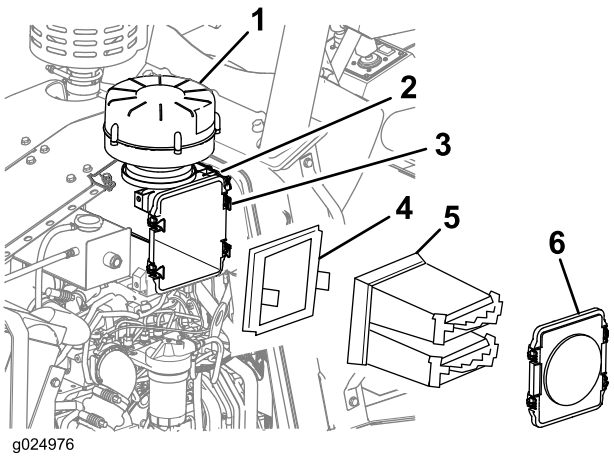

Рисунок 69
2. Отсоедините 4 защелки крышки воздухоочистителя и снимите крышку (Рисунок 69).
3. Снимите элементы грубой и тонкой очистки воздухоочистителя из корпуса воздухоочистителя (Рисунок 69).
4. Очистите внутреннюю поверхность корпуса воздухоочистителя чистой влажной тканью (Рисунок 69).
10. Закрепите крышку на корпусе воздухоочистителя 4 защелками (Рисунок 69).